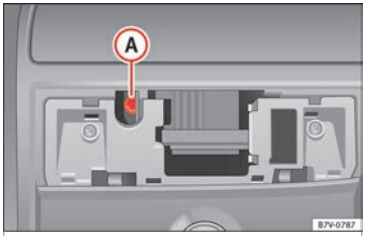

Fig. 16 Allen bolt to close the panoramic sliding sunroof
- Insert a standard 4 mm Allen key[1] into the Allen bolt ››› Fig. 16 (A).